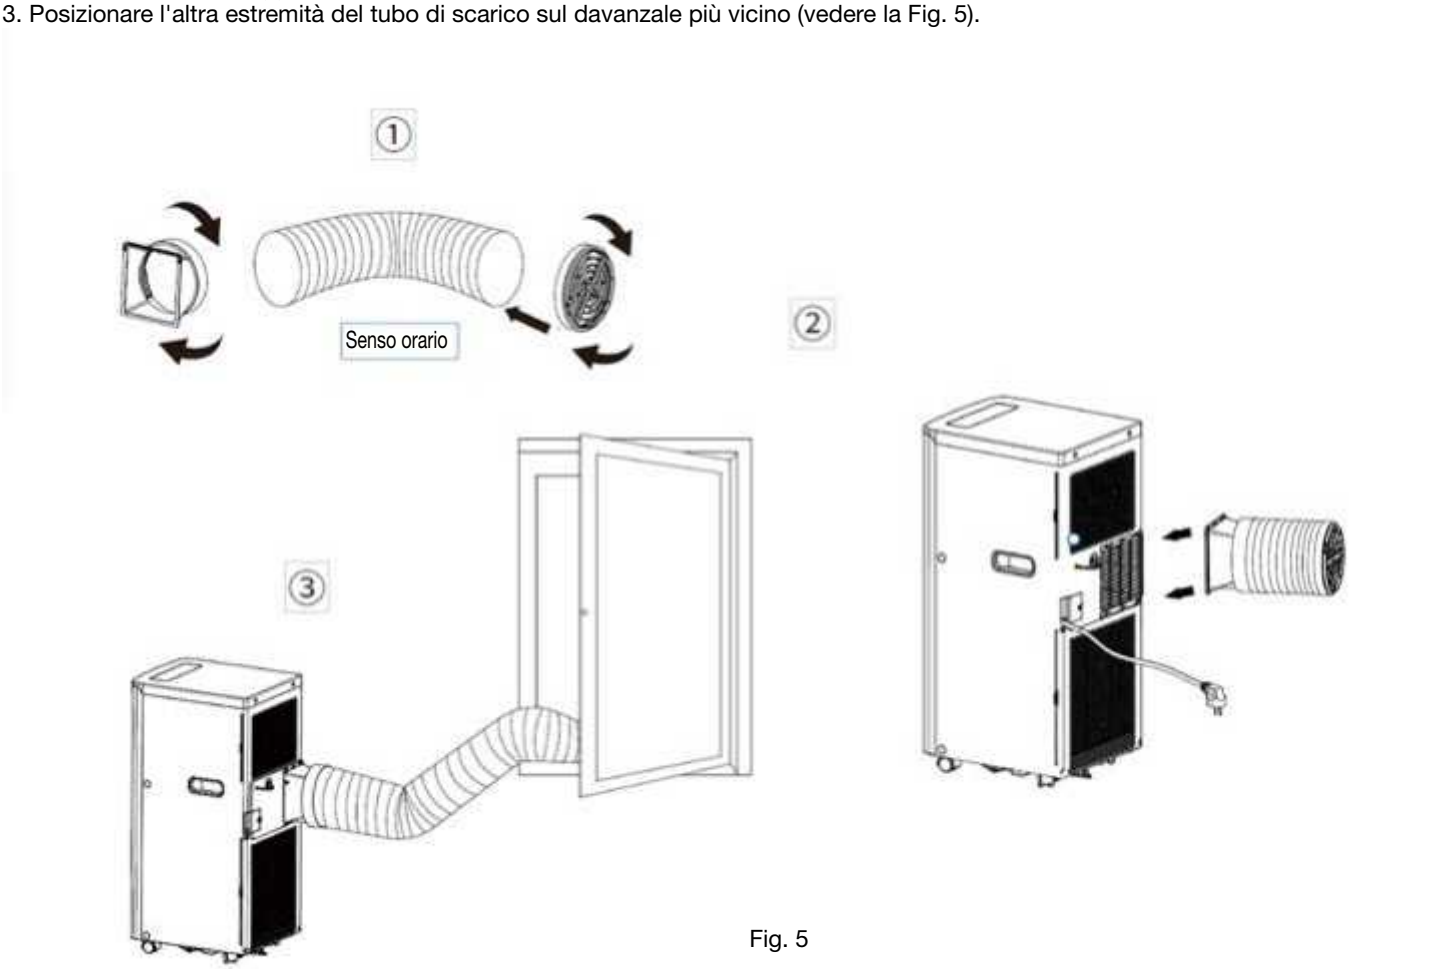

Fig. 5
3. Posizionare l'altra estremità del tubo di scarico sul davanzale più vicino (vedere la Fig. 5).